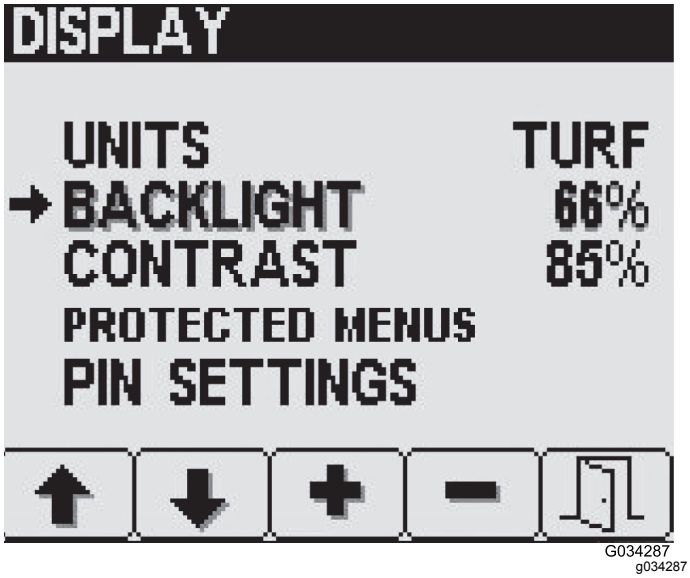

Figur 28
2. Tryck på knapp 2 på menyskärmen Skärm för att gå till något av alternativen Bakgrundsbelysning eller Kontrast (Figur 28).
3. Tryck på knapp 3 (öka) eller knapp 4 (sänk) för att reglera LED-displayens bakgrundsbelysning eller kontrast (Figur 28).